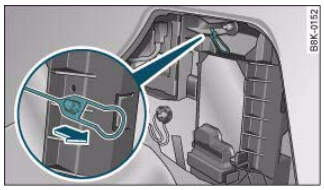

Fig. 220 Luggage compartment: Releasing the fuel tank flap manually
– Release the ring from its holder and pull the ring ⇒ fig. 220. You should now be able to open the tank flap in the usual way ⇒ *page 228.* ■